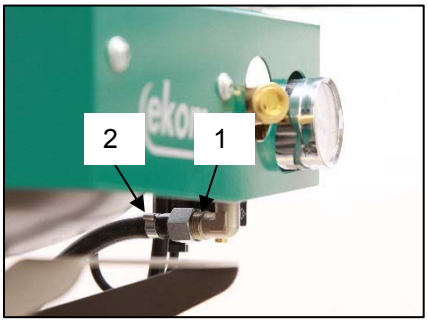

Abb. 7
12.1. **Druckluftausgang** (Abb. 7)